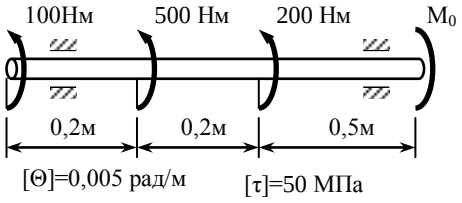

Рис. 2
3. Подобрать диаметр вала из условия прочности и жесткости, если $G = 8 \cdot 10^4$ МПа и построить эпюру абсолютных углов закручивания, (рис. 2).